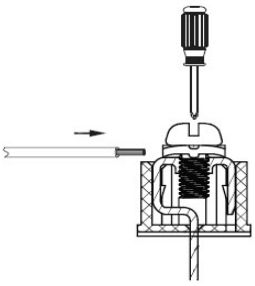

Fig. 44 —Connecting Communication Wire To Outdoor Unit Communication Terminal
3. Use a screwdriver to secure the communication wire on the outdoor unit communication terminal as shown in Fig. 44.